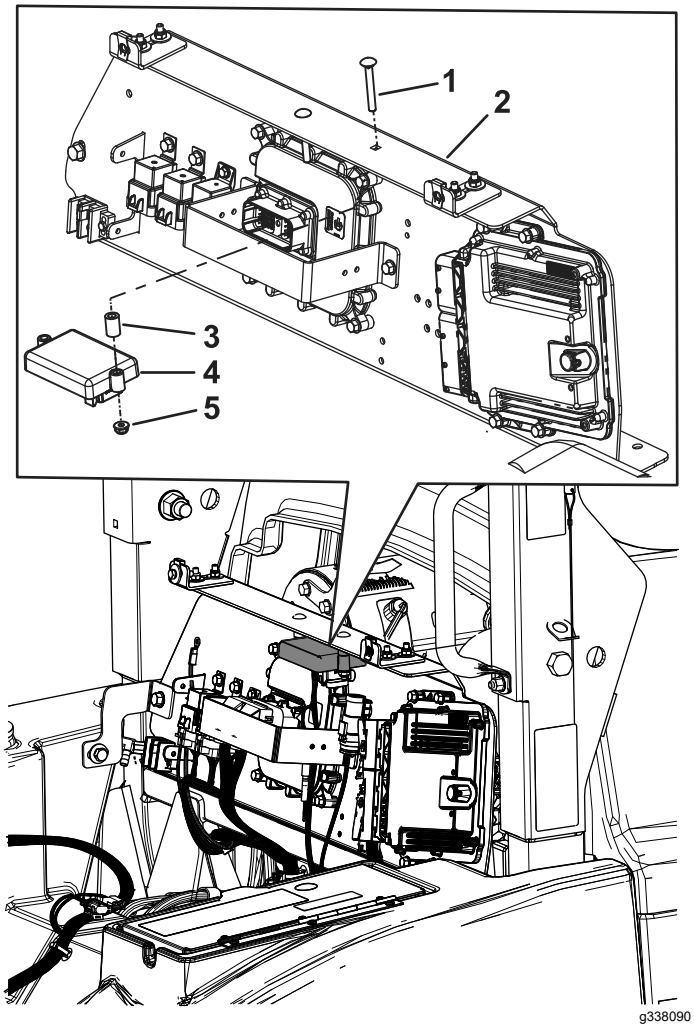

Bild 1
3. Montieren Sie den Neigungssensor mit zwei Schlossschrauben (¼" x 2"), zwei Distanzstücken und zwei Bundmuttern (¼“) am Maschinenrahmen (Bild 1).